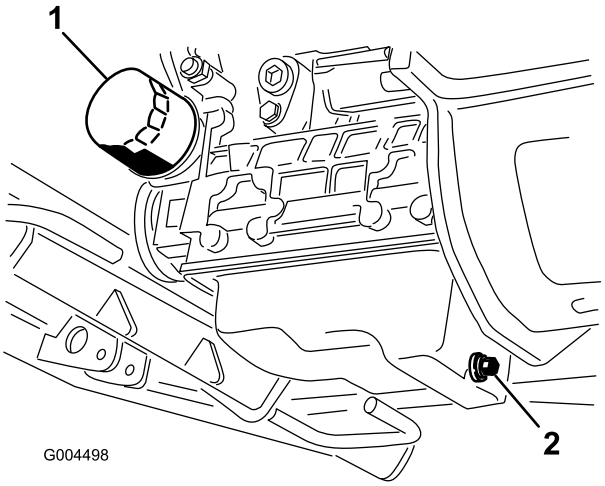

**Figur 41**
3. Placera ett avtappningskärl under oljekärlet och i linje med avtappningspluggen (Figur 41).
6. Ta bort och byt ut oljefiltret (Figur 41).